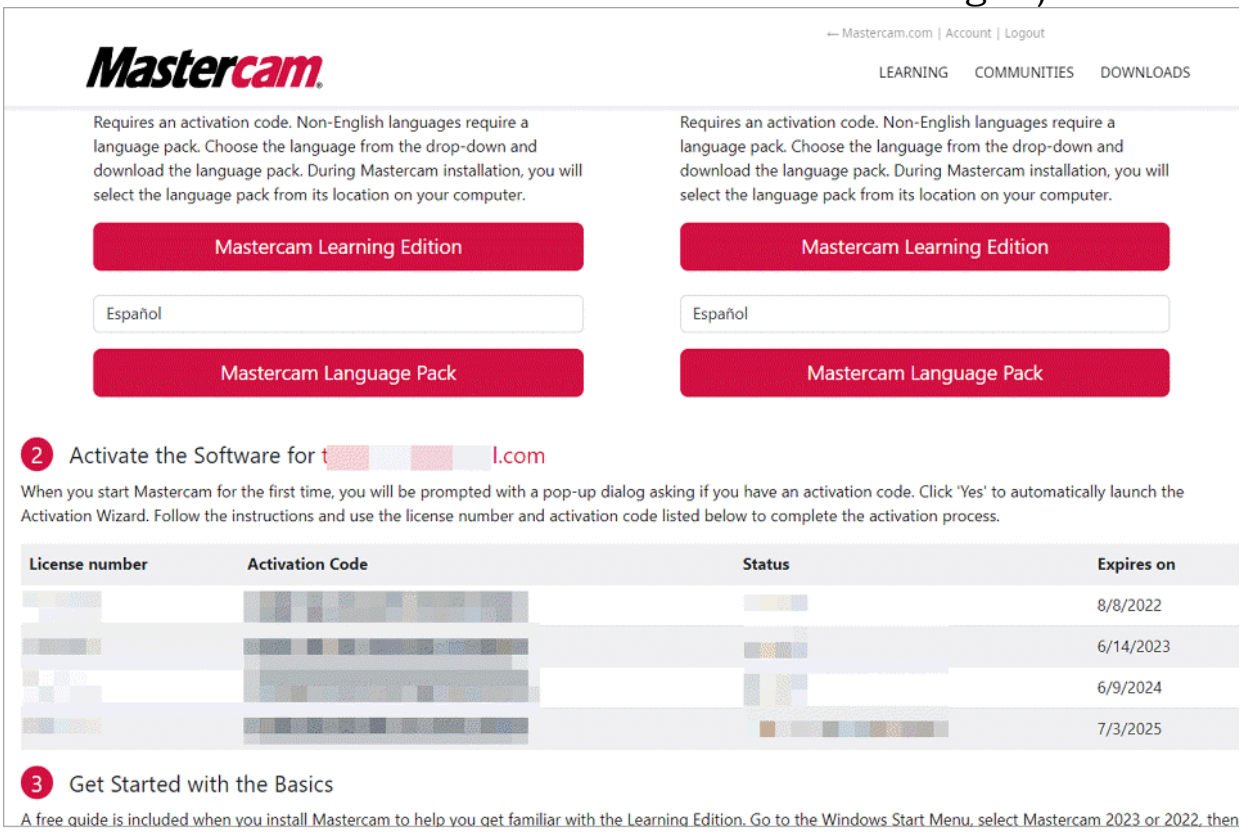
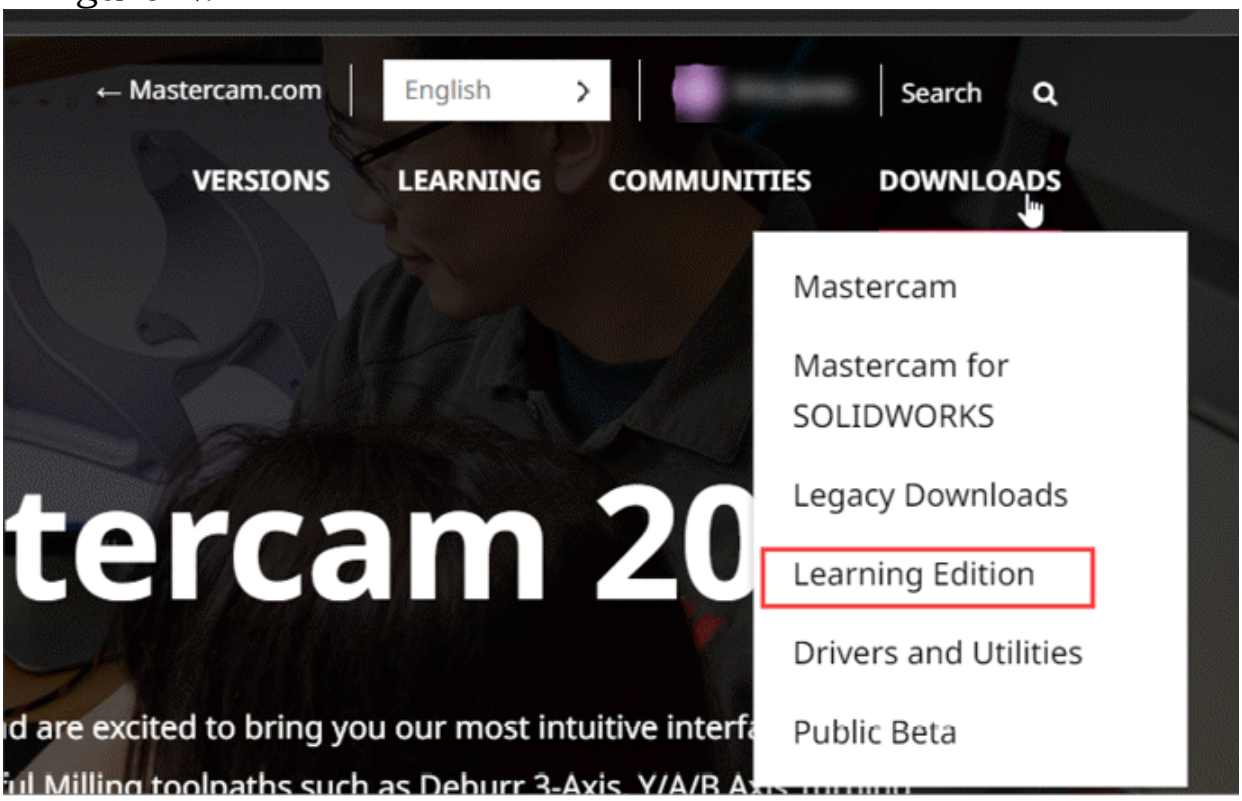

Figure-2. Download page for Mastercam HLE
Figure-4. Learning Edition option
web page to download software will be displayed; refer to Figure-2.
- Hover the cursor on **DOWNLOADS** link button at top right corner of the web page and select the **Learning Edition** option from the menu; refer to Figure-4. You will reach at page to download learning edition of software; refer to Figure-2.